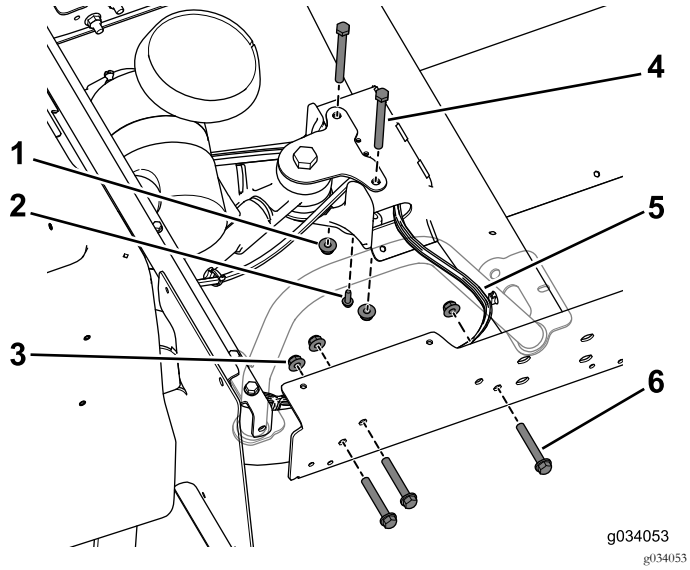

Bild 28
Hinterrahmen (Bild 28). Führen Sie dies an beiden Seiten der Maschine aus.
Hinweis: Stellen Sie sicher, dass der Kabelbaum an der rechten Seite des mittleren Kanals austritt (Bild 28).
9. Befestigen Sie das T-Anschlussstück des Bremszugs mit der Blechschraube (¼" x ¾") am mittleren Kanal (Bild 28).
10. Befestigen Sie den mittleren Kanal mit den zwei Schrauben (3/8" x 3¾") und den Bundmuttern lose an der hinteren Befestigung (Bild 28).